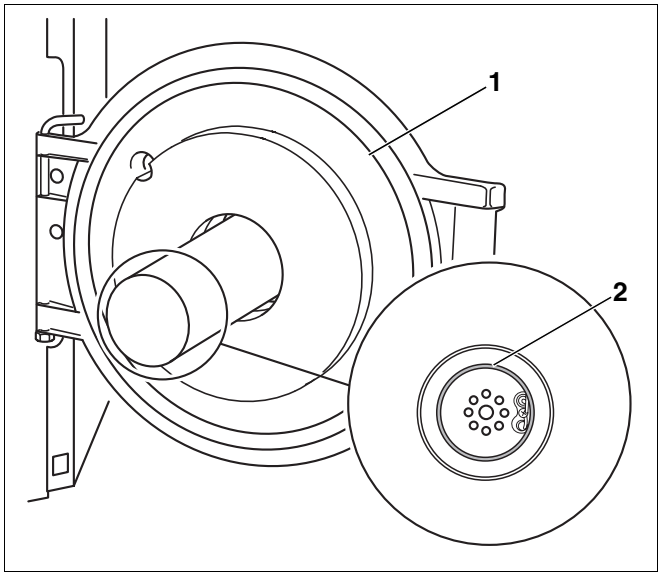

Afb. 39 Controleren of de dichting correct zit
- Controleer, als de branderdeur is geopend (afb. 39, **pos. 1**) of de dichting (afb. 39, **pos. 2**) correct gepositioneerd is.
- Sluit de branderdeur (afb. 39, **pos. 1**) en draai de bevestigingsschroeven van de branderdeur vast (ca. 10 Nm).